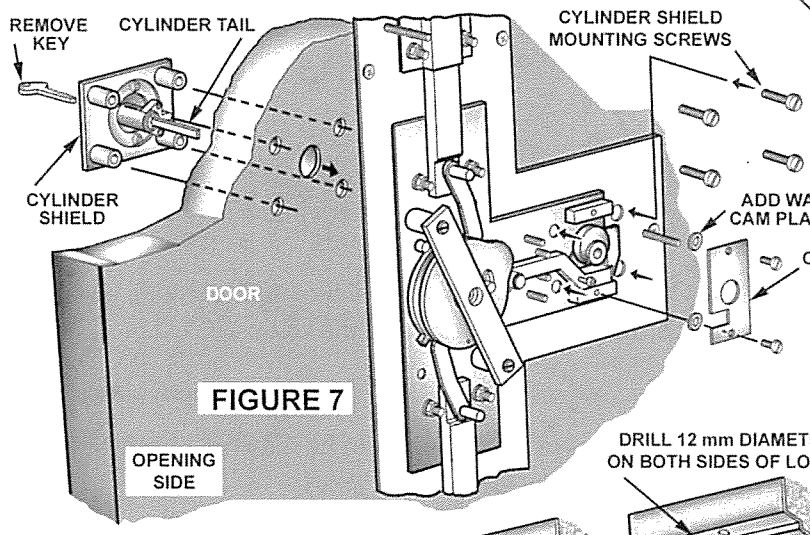

FIGURE 7
7. Fit Cylinder Shield Assembly to door using screws provided. Fix through lock body. (Fig. 7)